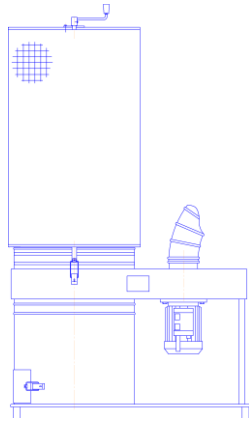

Рис. 1
- I УВП-2000А – на основании с 4-я ножками, рис. 1.